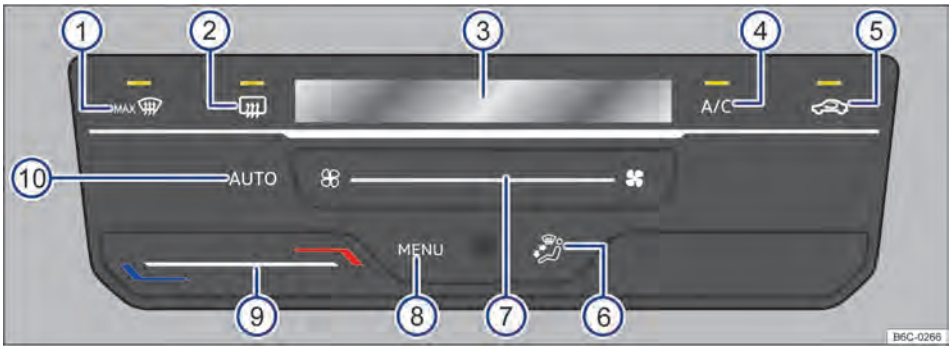

Fig. 84 Mandos del Climatronic. ▶
– *Climatronic:* deslizar el dedo hacia la izquierda bajo el botón de función → fig. 84 ⑦, después de presionar el botón [❀] de la extremidad izquierda.
Tocando la superficie funcional [AUTO] → fig. 84 ⑩ se puede encender el modo automático del Climatronic.
El modo automático garantiza temperaturas constantes dentro del vehículo. La temperatura del aire, el volumen de aire y la distribución de aire se regulan automáticamente. El funcionamiento automático se apaga cuando la ventilación se cambia manualmente → fig. 84 ⑦ o cambiando la distribución del aire a través de la superficie funcional → fig. 84 ⑥.
– *Climatronic:* toque el botón de función [A/C] → fig. 84 ④ para encender y apagar la operación de enfriamiento.
– *Climatronic:* deslice el dedo debajo de la botón de función → fig. 84 ⑨.
En la pantalla del Climatronic → fig. 84 ③ se indica la temperatura ajustada.
– *Climatronic:* deslice el dedo debajo de la botón de función → fig. 84 ⑦.
– *Climatronic:* tocar el botón de función [ ] → fig. 84 ⑤.
– *Climatronic:* tocar el botón de función → fig. 84 ⑥ a la posición deseada, la distribución seleccionada se indicará en la pantalla ③.
– *Climatronic:* tocar el botón de función [MAX] → fig. 84 ①.
– *Climatronic:* tocar el botón de función → fig. 84 ②.
Para vehículos con VW Play, presionar **MENÚ** → fig. 84 ⑧ para abrir el menú del aire acondicionado en la radio.